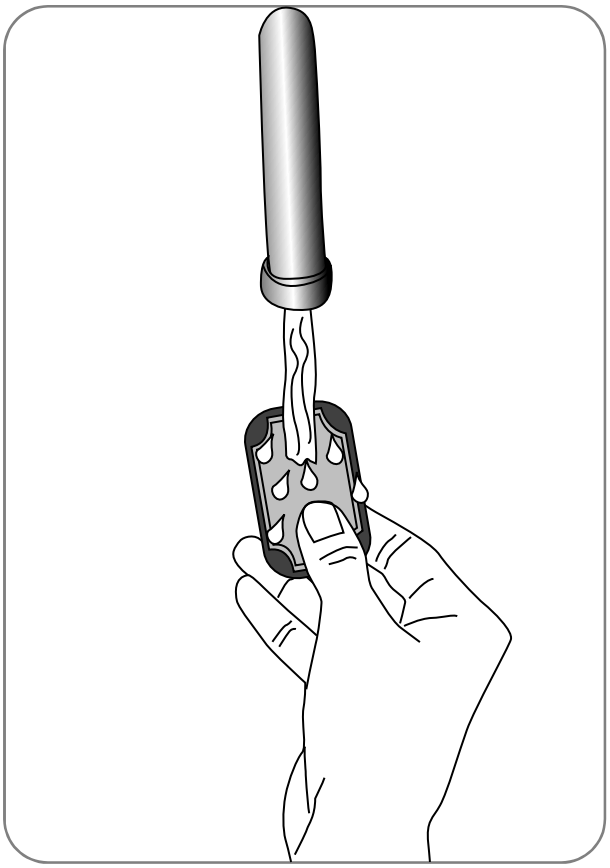

図 8-4：布製電極を濡らしているところ
3. 十分にしみ込むまで布製電極を濡らします（図 8-4 を参照）。